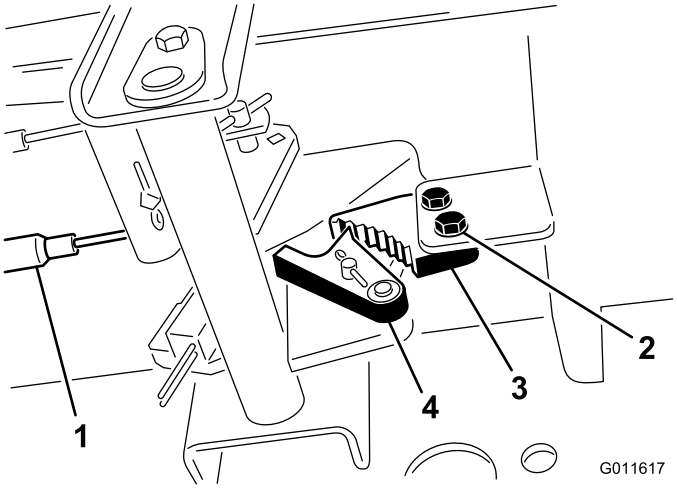

Figur 68
1. Løsn de to skruer, der fastholder parkeringsbremsepedalen på stellet (Figur 68).
2. Tryk parkeringsbremsepedalen frem, indtil parkeringsbremselåsen kobler helt ind på bremsepedalen (Figur 68).